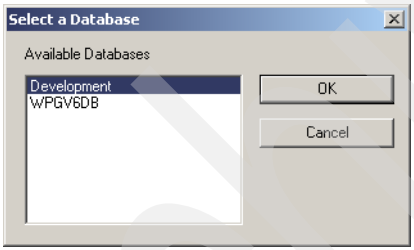

Figure 18-3 Select the Development database
5. Click **Import Selected Documents**. The Select a Database window opens. Because we will create our data transformation map in the Data Interchange Services client development database, select **Development**, as shown in Figure 18-3. Click **OK**.